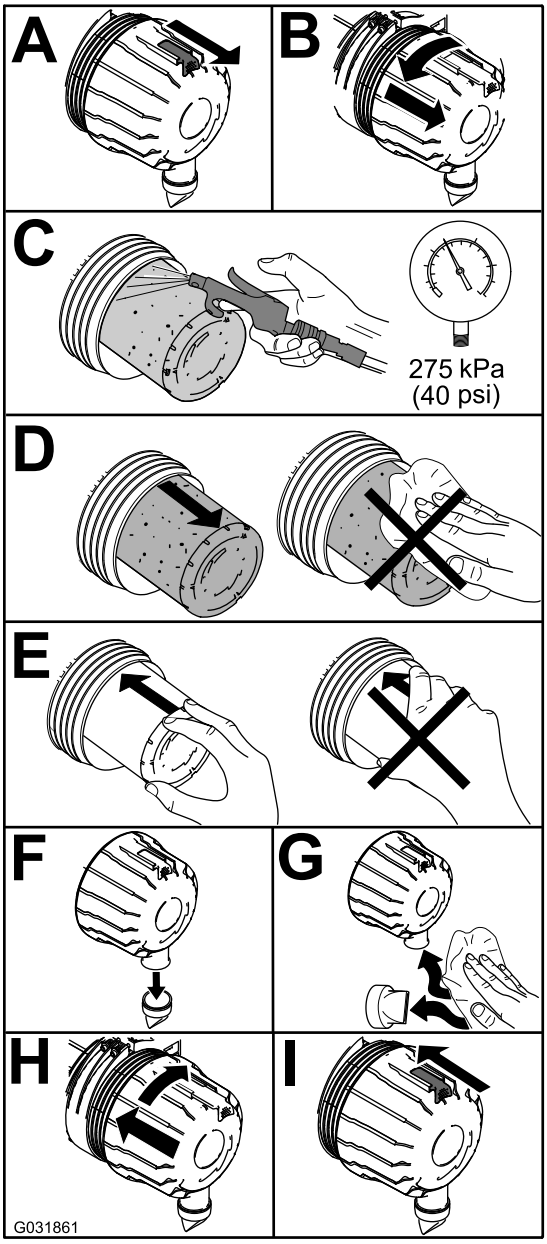

Figur 91
1. Byt ut luftrenaren (Figur 91).